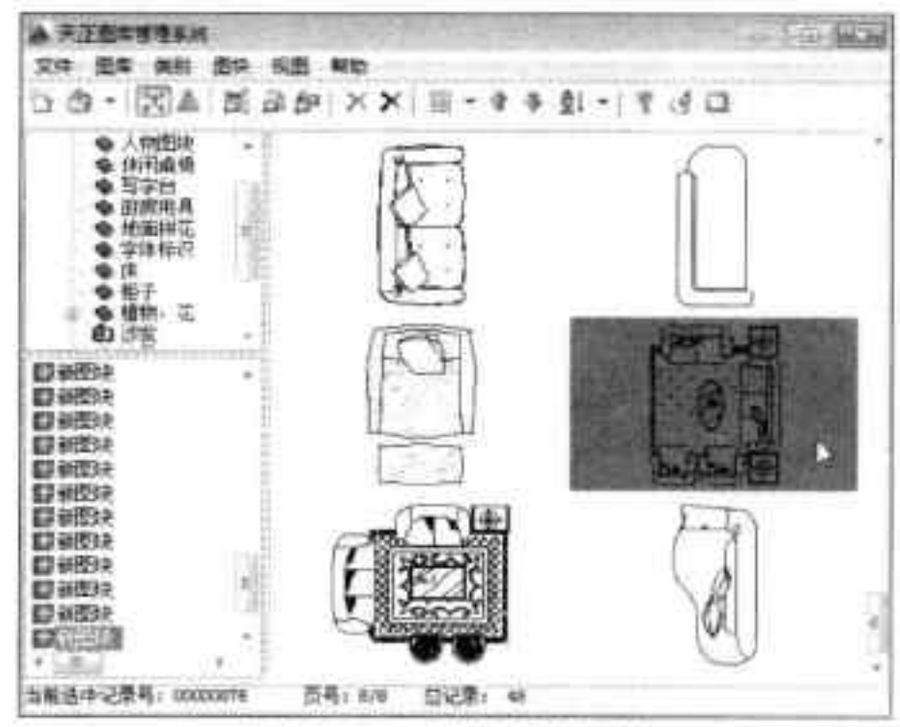

图18-71 选择沙发图块
Step02 在图块目录中，选择“沙发”选项，然后在沙发图块列表中选择满意的沙发图块，如图 18-71 所示。